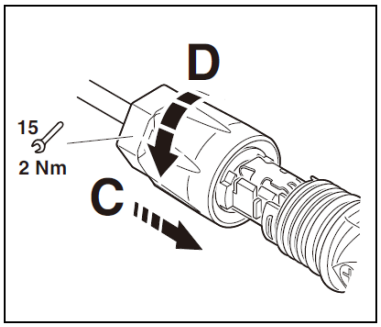

Figure 5-13
6. Pousser l'insert dans le manchon (figure 5-13, C).